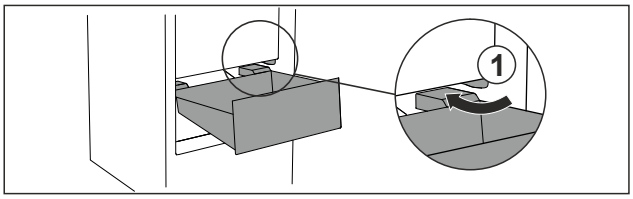

Fig. 94
- ▶ Обойдите стопор *Fig. 94 (1)* выдвижного ящика под наклоном.